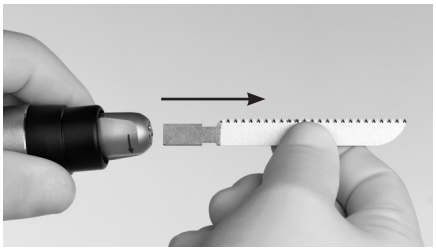

Fig. 2
3. Scoateți lama de fierăstrău (Fig. 2).